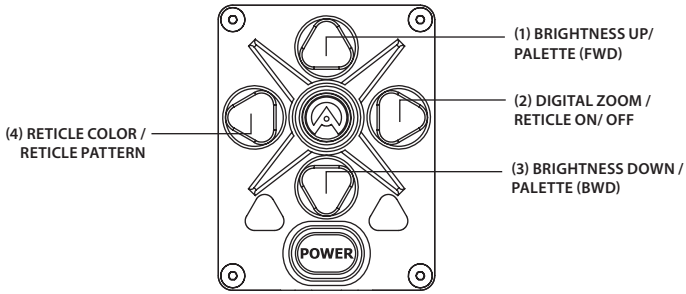

FIGURE 3-25. SETTING BUTTONS
The ENHANCEMENT menu (Figure 3-25) settings allow the user to take advantage of advanced signal processing algorithms, and improve the quality of the image under a variety of different thermal environments.
8. Using the buttons on the control panel (Figure 3-25), configure the Zeus PRO to adapt it to your situation.